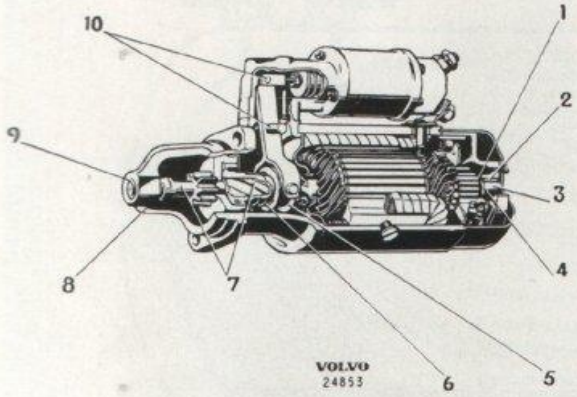

Bild 10-31. Smörjschema för startmotor
2. Montera startdrevet på rotoraxeln, sätt därefter på brickor och låsring enl. bild 10-15. Smörj rotoraxeln enl. anvisningarna på bild 10-31.